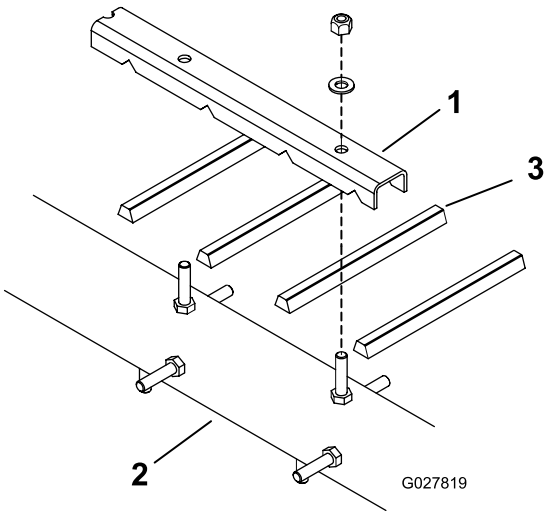
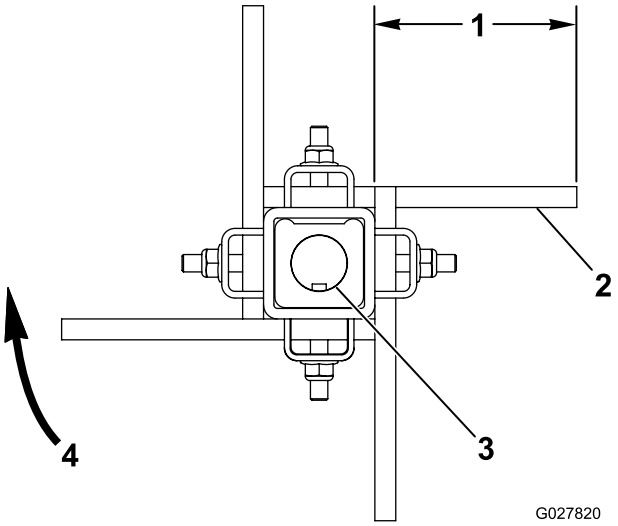

Figura 11
Figura 12
1. Allentate i dadi e le rondelle che fissano le barre di ritenuta delle punte al rotore (Figura 11 e Figura 12).
3. Montate nuove punte della cinghia (Figura 11 e Figura 12). Le punte della cinghia fuoriescono dalle barre di ritenuta delle punte di circa 10 cm.